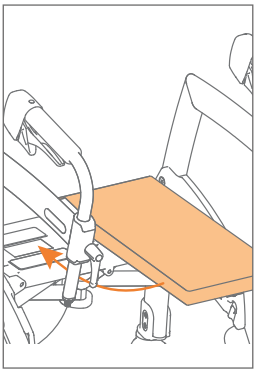

Figuur 9: Trek het kussen los en zet het weer vast.
c. Trek het zitkussen los en zit dit recht terug **(Figuur 9)**.